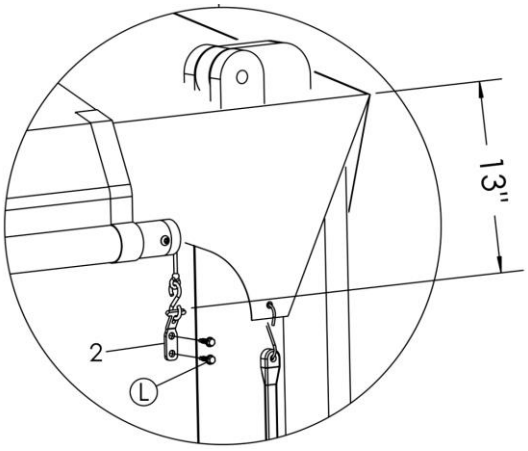

Figure 1
1. **Figure 1.** Install the anchoring plate (2) and the self-drilling screws (L) 13” under the upper rail.